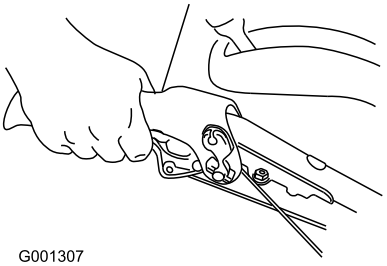

Figure 13
4. Pour avancer, engagez la transmission aux roues et serrez lentement le levier de commande de déplacement gauche contre la poignée (Figure 13).